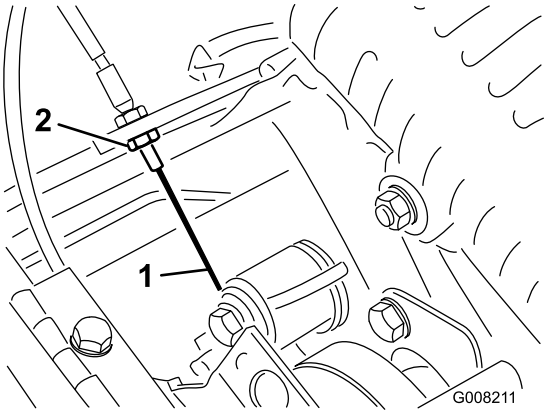

Figur 42
3. Kabelspændingen øges ved at løsne kablets forreste kontramøtrik og spænde kablets bageste kontramøtrik (Figur 42), indtil der kræves en kraft på 3 til 4 kg for at aktivere tranktionskontrollen. Mål belastningen ved betjeningsknappen.